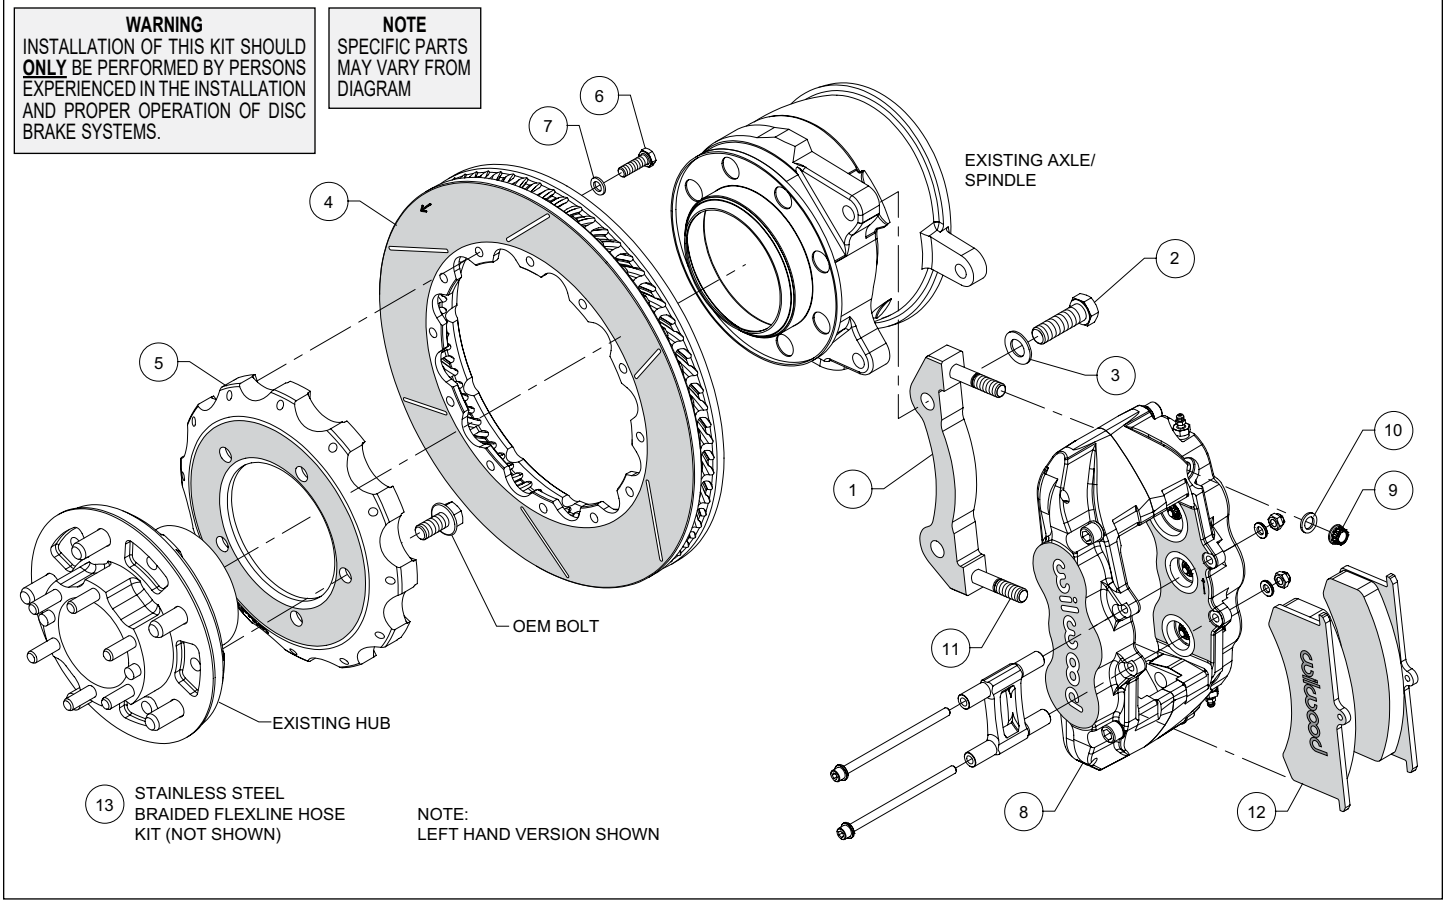
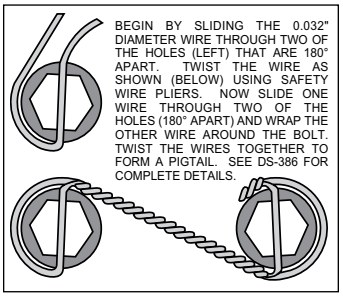

Figure 1. Typical Installation Configuration
Figure 3. Safety Wire Diagram
NOTE: *Numbers in parenthesis refer to the parts list and Figure 1 on the preceding pages.*
•The caliper mount bracket (1) should initially be installed with clean, dry threads on the mounting bolts. Orient the bracket as shown in Figure 1 and Photo 1, and install using bolts (2) and washers (3). Temporarily tighten the mounting bolts. ***NOTE:*** *The bracket must fit squarely against the mounting points on the upright.* Inspect for interference from casting irregularities, machining ridges, burrs, etc. Remove the bracket mounting bolts one at a time, apply red *Loctite*® 271 to the threads, and torque 100 ft-lb.
•Orient the hat (5) and the OEM hub as shown in Figure 1 and Photo 2. Attach hat to hub using saved OEM bolts and torque to OEM specifications. ***NOTE:*** *The hat must fit flush against the axle hub face or excessive rotor run out may result.*
•Orient the rotor (4) and the hat assembly (5) as shown in Figure 1 and Photo 3. Attach rotor to hat using bolts (6) and washers (7). Using an alternating sequence, apply red *Loctite*® 271 to the threads, and torque to 25 ft-lb. Safety wire bolts using standard 0.032 inch diameter stainless steel safety wire as shown in Photo 3 and Figure 3. Please refer to Wilwood's data sheet DS-386 (available at www.wilwood.com/Pdf/DataSheets/ds386.pdf) for complete safety wire installation instructions.
•***NOTE:*** *This kit contains distinct right and left hand calipers that must be mounted in a specific direction, as described below.* Lubricate the caliper mounting studs (11) with lightweight oil. Mount the caliper (8) onto the bracket (1) using lock nuts (9) and washers (10), Figure 1. Ensure that the caliper is mounted so the largest pistons are at the rotor exit end of the caliper, in relation to the direction of rotor rotation. Temporarily tighten the lock nuts.
•Remove the caliper center bridge pad retainer bolts, nuts, and tubes from the caliper. Insert the brake pads (12) into the caliper, with the friction material facing the rotor, as shown in Photo 5. After everything is set, torque the caliper lock nuts (9) to 47 ft-lb. Secure the brake pads in place with the center bridge pad retainer tubes, bolts, and locknuts, Photo 6. The locknuts should be snug without play in the bolts or tubes. Be cautious not to over tighten.
•***NOTE****: OEM rubber brake hoses generally cannot be adapted to Wilwood calipers. The caliper inlet fitting is a 1/8-27 NPT* (use PTFE tape on pipe threads of adapter fitting for proper sealing to caliper). Install Wilwood's stainless steel braided flexline hose kit (13), P/N 220-15714 included with this kit, Photo 7. **Carefully route hoses to prevent contact with moving suspension, brake or wheel components.** ***NOTE:*** *Wilwood hose kits are designed for use in many different vehicle applications and it is the installer's responsibility to properly route and ensure adequate clearance and retention for brake hose components.*